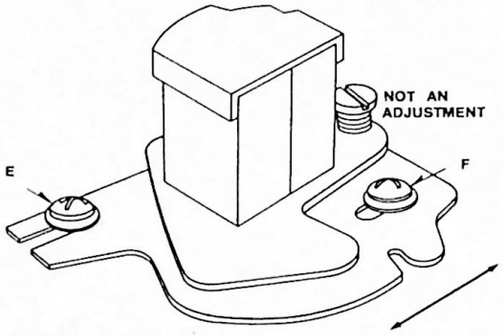

Figure 36. Audio and Control Head Assembly
4. Loosen the A/C head base plate screws "E" & "F" — see Figure 36.